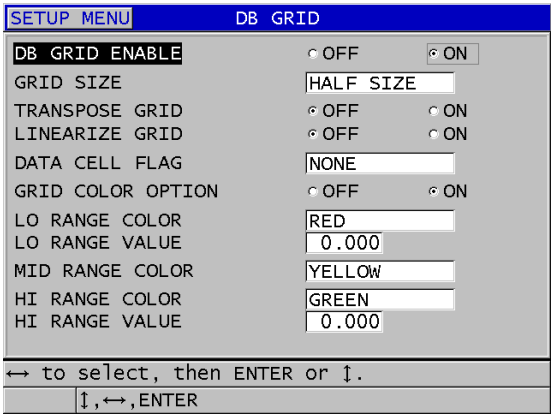

Rysunek 10-9 Zmiana parametrów tabeli bazy danych
3. Na ekranie **B GRID** (Tabela bazy danych) (patrz Rysunek 10-9 na stronie 179) wykonaj następujące czynności.